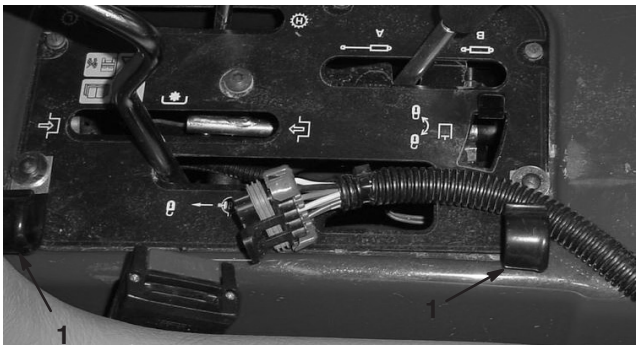

Figure 15
2. Using the previously removed dash screws and (2) new washers, mount (2) J–Clips to the dash as shown in figure 15.